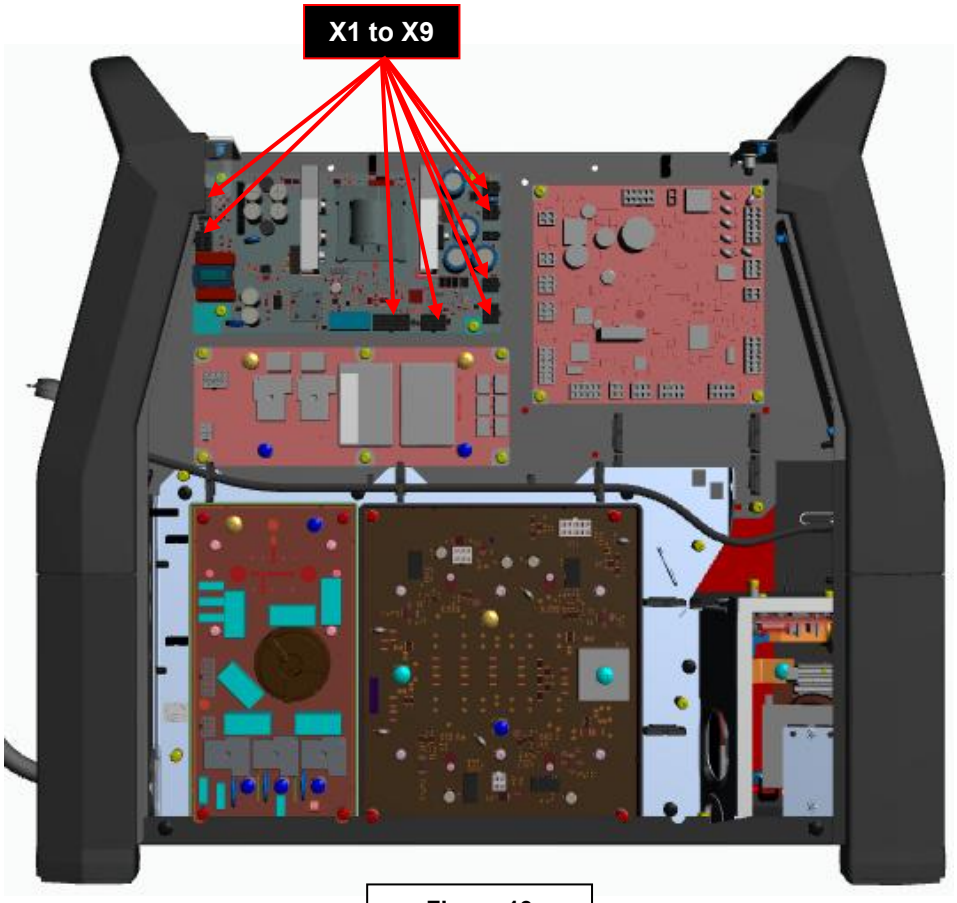

Figure 13
3. Locate the Auxiliary Power Supply Board. See **Figure 13**
4. Disconnect connectors X1, X2, X3, X4, X5, X6, X7, X8 and X9 from the Aux. Power Supply Board. See **Figure 13**